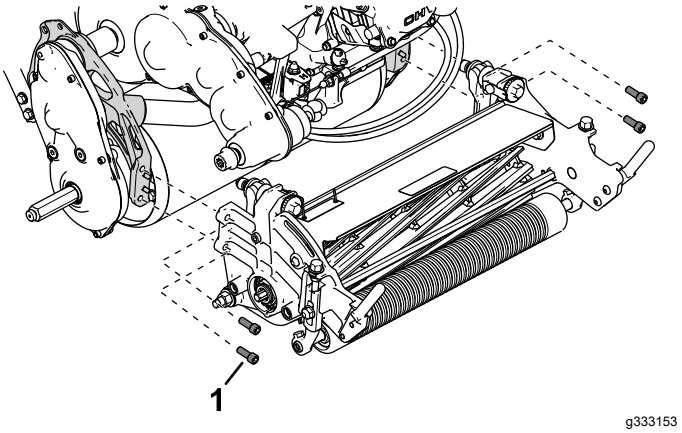

Figur 44
5. Använd 4 insexskruvar för att fästa klippenheten på ramen (Figur 44).